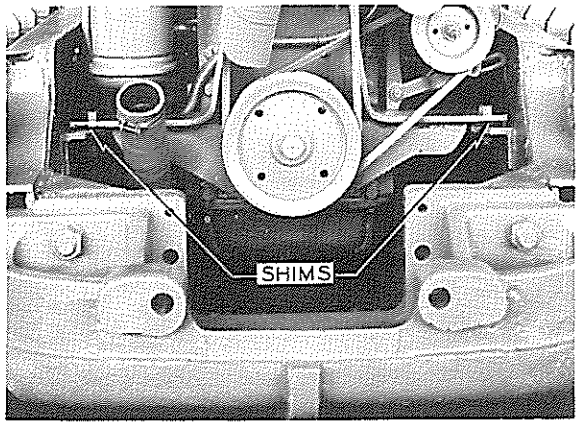

FIG. 9
7. Install under each side of the front motor support shims that were removed. Fig. 9.